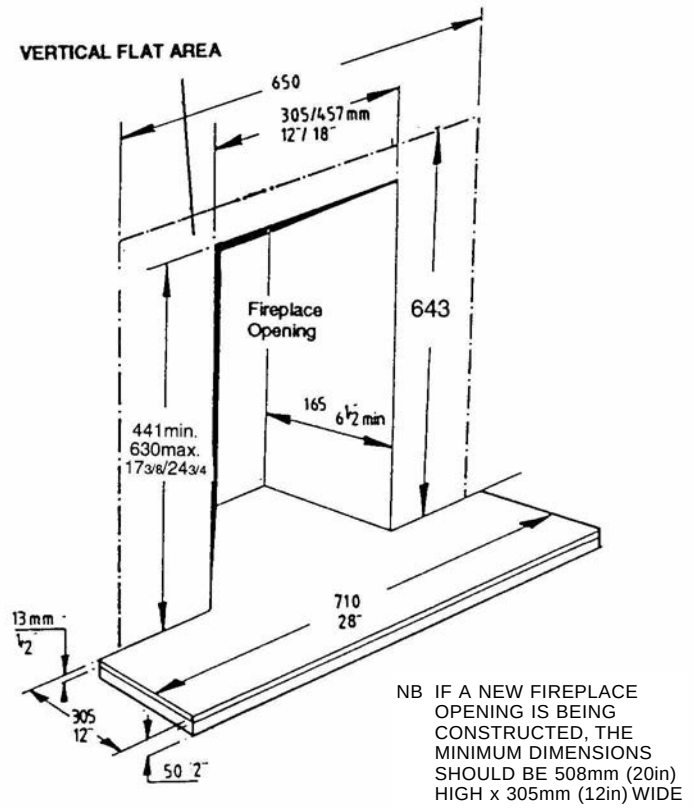
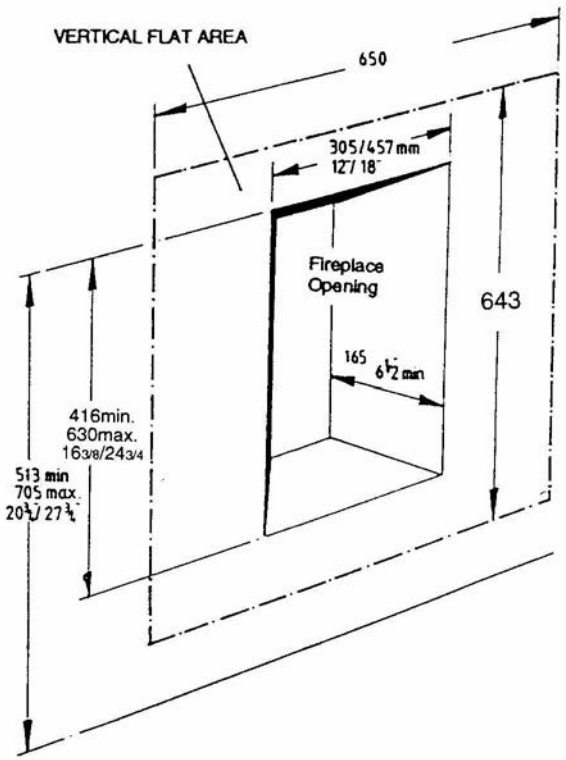

Fig. 3A
Fig. 3B
The fireplace must be of non-combustible material having an opening size to the dimensions shown in Fig. 3A for Hearth Mounting and Fig. 3B for Wall Mounting respectively. It is IMPORTANT that there is no combustible material or cladding in the vertical flat area shown in dotted lines in Figs. 3A and 3B. The fire should be installed so that no part of the combustible side wall is less than 508mm (20in) from the radiant source. If this is not possible, the combustible side wall must be suitably protected.
a) Hearth Mounting (Fig. 3A)
b) Wall Mounting (Fig. 3B)